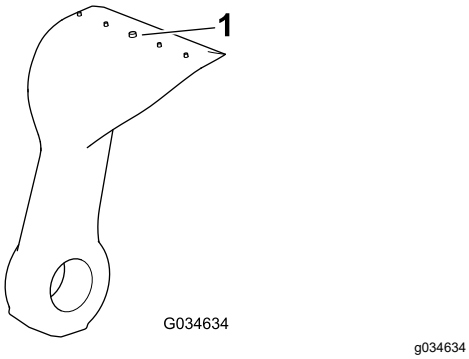

Рисунок 79
4. Проверьте каждый нож на наличие чрезмерного износа, используя линию износа (Рисунок 79). Когда нож изношен до линии износа, замените его.